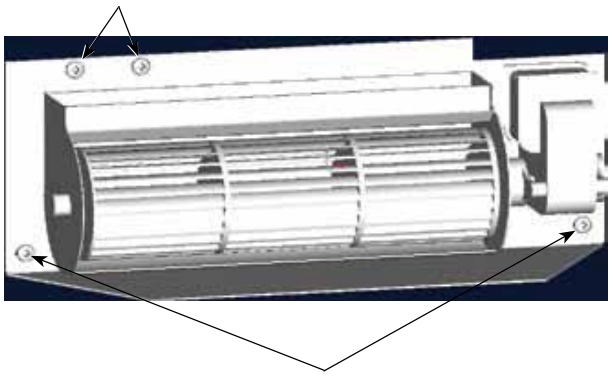

Figure 1
Étape 4. Dévissez le ventilateur. La position des deux vis dépend de la version du ventilateur *(voir **figure 1**)*. Elles peuvent être aux extrémités du support de ventilateur près du plancher (version B) ou audessus du support de ventilateur près du côté gauche (version A). Voir ***figure 1***. Les nouvelles versions sont maintenues en place avec des aimants, aucun retrait des vis n'est nécessaire.